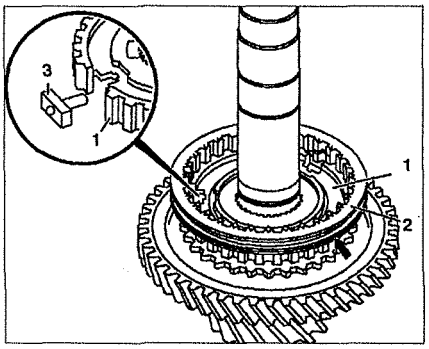

Рис. 6.20. Снятие и установка роликового подшипника выходного вала: 1. Корпус сцепления, **2.** Наружное кольцо роликового подшипника, **3.** Фиксатор.
19. Снимите наружное кольцо **8** роликового подшипника. Для этого нагрейте корпус сцепления примерно до 80-100 °С и снимите его с помощью молотка и деревянного бруска (см.рис.6.20).